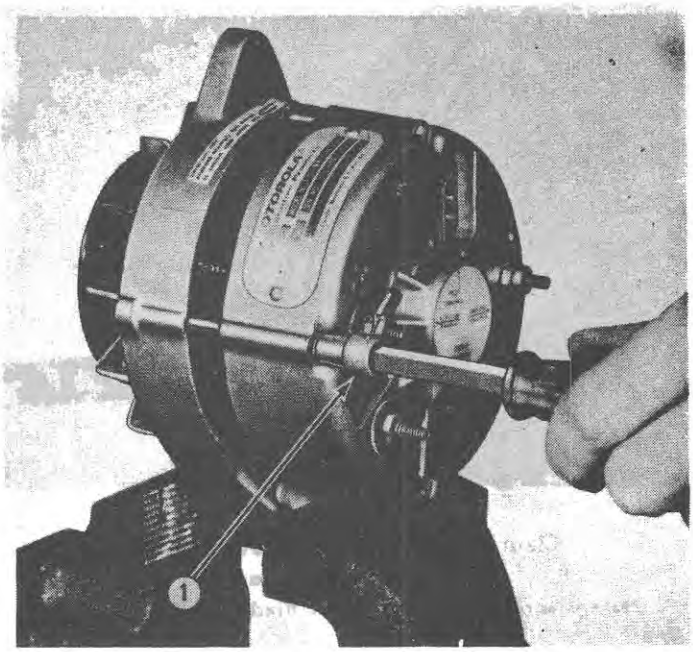

Figure 31
1. Removal the four through bolts and square nuts holding the housings together. See Figure 31.